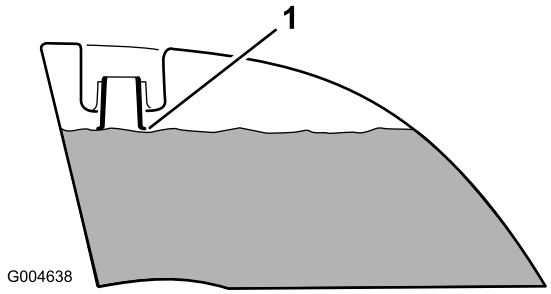

Rysunek 9
4. Uzupełniaj paliwo do obu zbiorników paliwa aż do osiągnięcia poziomu dolnej krawędzi szyjki wlewu (Rysunek 9). **Nie przepełnij zbiorników paliwa.**